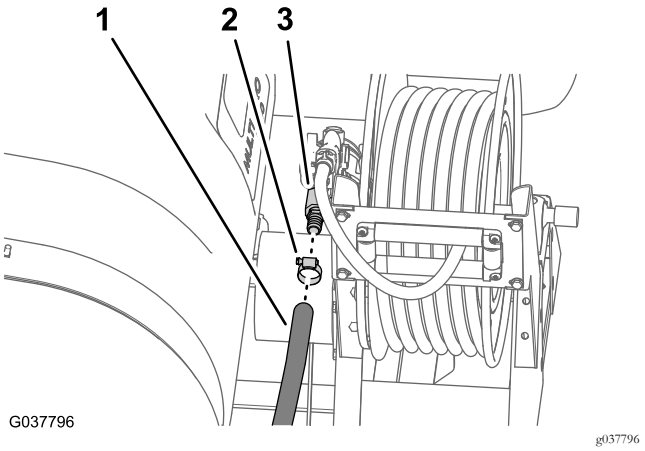

Figura 100
5. Monte la manguera de alimentación en el acoplamiento recto del carrete de la manguera, y sujete la manguera con una abrazadera (Figura 100).